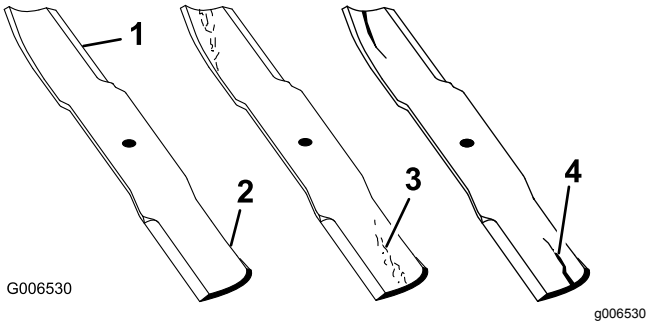

Figur 51
1. Efterse skærekanterne (Figur 51).
2. Efterse knivene, især det buede område (Figur 51).
Bemærk: Hvis kniven er beskadiget eller slidt, eller hvis der er antydning af en revne i dette område (nr. 3 og 4 på Figur 51), skal du straks montere en ny kniv.